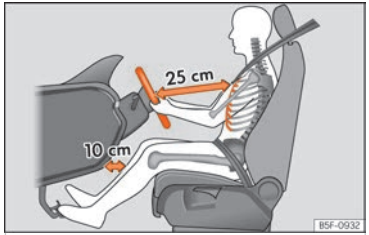

Fig. 18 La separación correcta entre el conductor y el volante debe ser de 25 cm como mínimo (10 pulgadas).
- Ajuste el volante de modo que quede a una distancia de, por lo menos, 25 cm (10 pulgadas) del esternón ››› fig. 18 y lo pueda sujetar con ambas manos por los lados, por la parte exterior, con los brazos ligeramente flexionados.